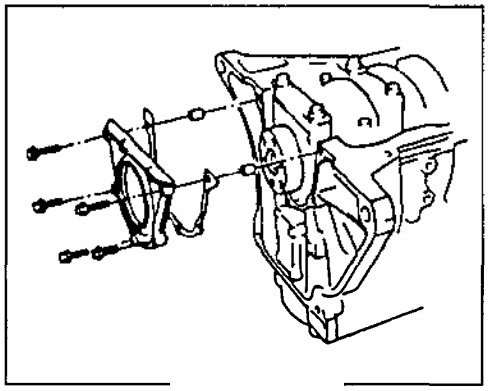

Рис. 147
7) Снимите корпус заднего сальника (Рис. 147).